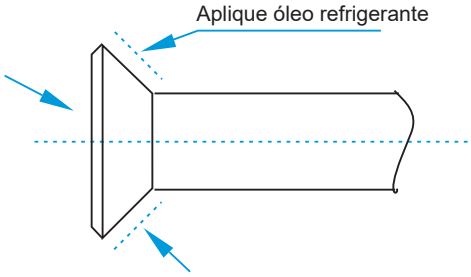

Figura 14
- Antes da tampa do flange ser instalada no flange do tubo, aplique um pouco de óleo refrigerante no flange (dentro e fora) e, em seguida, gire-o três ou quatro vezes antes de apertar a tampa. Consulte a Figura 14.